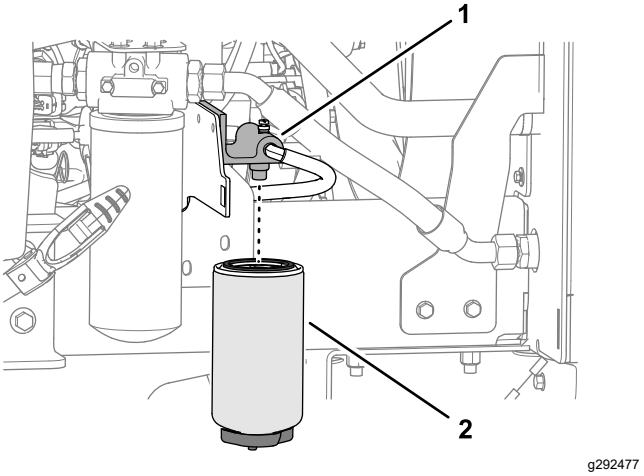

Figur 58
1. Plasser en ren beholder under drivstoffilterbe-holderen (Figur 58).
3. Rengjør området rundt drivstoffilter og filterhodet (Figur 58).
4. Fjern filterboksen og rengjør filterhodet (Figur 58).